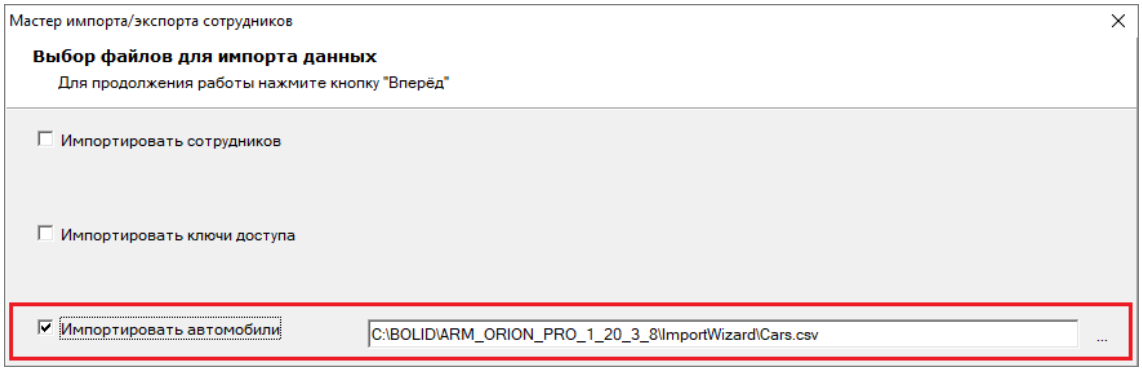

Рисунок 15-14 Выбор импорта данных автомобилей
– ***Импортировать автомобили***[73] – установите флаг напротив этого параметра, чтобы выбрать для импорта в БД из файлов данные автомобилей. После установки флага (см. Рисунок 15-14) станет доступно поле для определения адреса файла, из которого будет осуществляться импорт данных (по умолчанию – файл «Cars.csv» в папке «ImportWizard», расположенной в каталоге с установленным АРМ «Орион Про»).